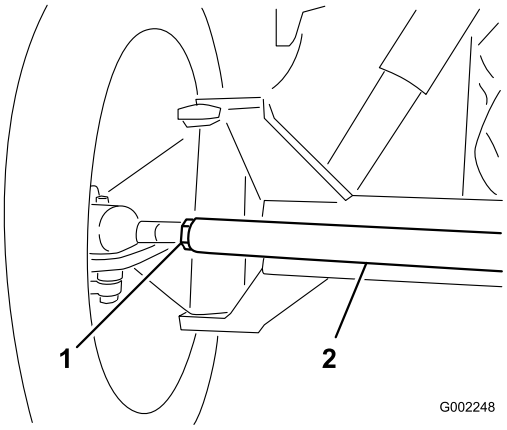

Figur 102
3. Om måttet inte hamnar inom det angivna området ska du lossa kontramuttrarna i båda ändarna av dragstången (Figur 102).